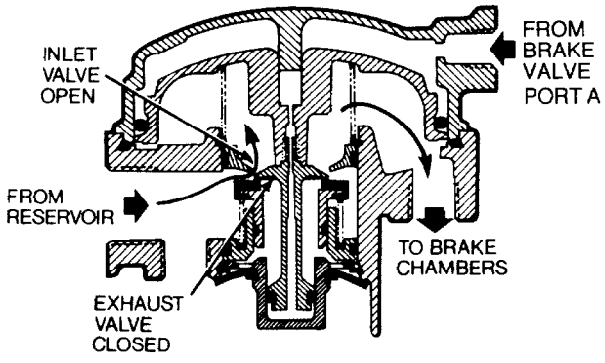

Figure 14 — Service Brake Relay Valve — Applying Position
35. When the foot brake is applied, air is passed down the service line from the towing vehicle via the relay valve (CA43) and enters port A in the top cover (see Fig. 14). The piston moves downwards closing the exhaust seat against the inlet/exhaust valve. When the pressure acting on the piston is sufficient to overcome the valve spring, the inlet/exhaust valve is moved away from the inlet seat and air pressure is delivered to the service brake chambers directly from the reservoir.